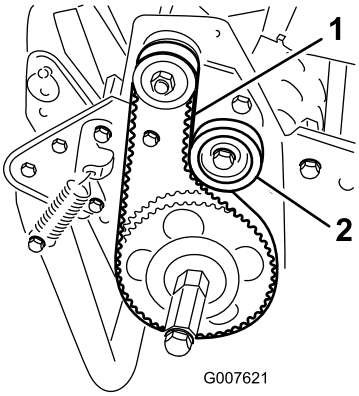

Figur 41
2. Kontrollera spänningen genom att trycka ned remmen mellan två skivor (Figur 41) med en kraft på 18 till 22 N. Remmen ska böjas ned 6 mm.
A. Lossa fästmuttern på mellanremskivan och sväng mellanremskivan medsols mot remmens baksida tills önskad remspänning erhålls (Figur 41).